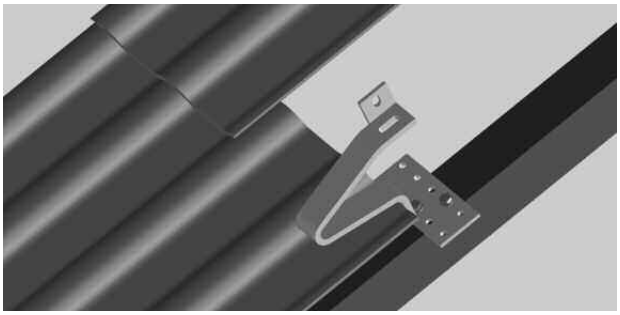

Fig. 6: Montage des crochets de couvreur (crochet de couvreur réf. 136 12 62 illustré)
1. Monter les crochets de couvreur comme indiqué sur la fig. 6 et les fixer sur les chevrons à l'aide de vis à bois. Il faut prévoir un chaînage suffisant des crochets de couvreur sur la charpente. Dans des régions ou des charges élevées dues à la neige et à l'action du vent sont possibles, l'installation doit être validée par un spécialiste des structures.